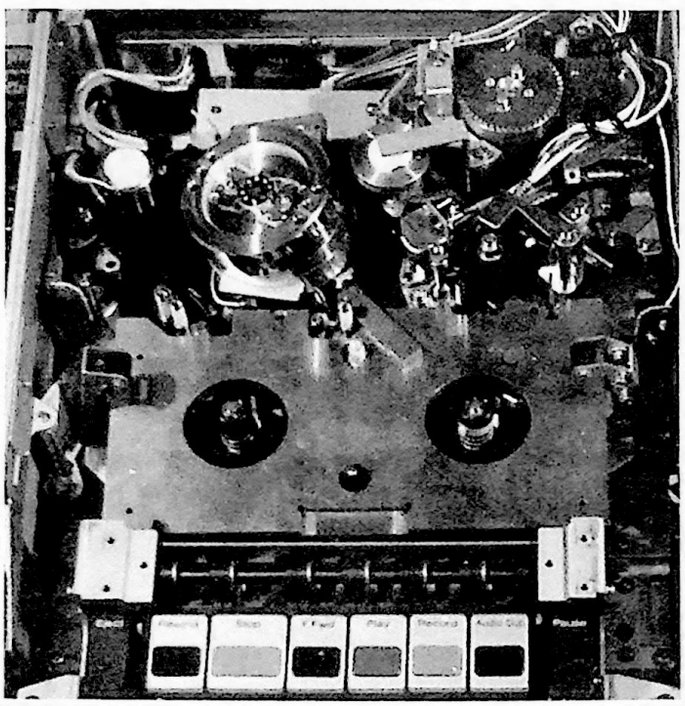
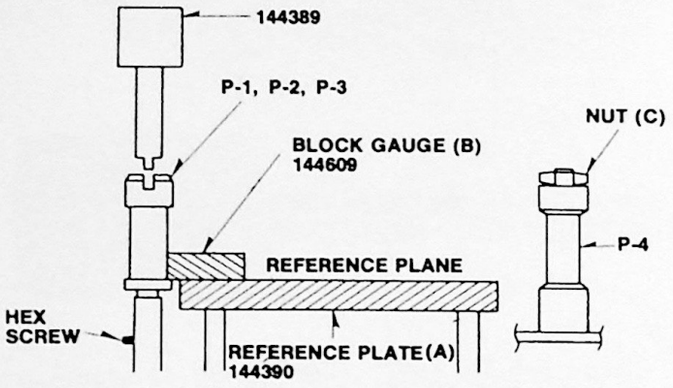

Figure 12. Use of Height Reference Plate
Figure 17. Tape Guide Post Height
1. Install Height Reference Plate (Stock No. 144390) on the four (4) supports — see Figure 12.
Install Height Reference Plate (Stock No. 144390) in its proper position, (Figure 12). Use small metal block (Stock No. 144609) check the height of tape guide posts P1 and P4 by placing metal block near post. The bottom of the metal block should align with the flat at the bottom of the guide post. To adjust guide post P1, use Tape Guide Screwdriver (Stock No. 144389) and raise or lower the guide post as required. Adjust P4 by adjusting hex nut "C". The same procedure can be used to make a rough adjustment for tape guide posts P2 and P3 (Figure 17).